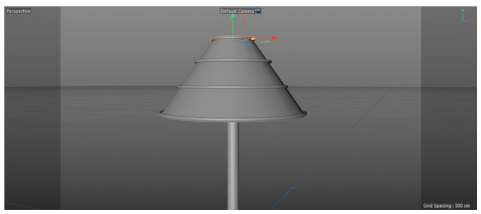

Figure 3-11 *Copies of Shapedesign1.1 placed*
26. Similarly, create two more copies of *shadedesign1.1*, edit their inner edit points and place them on *shade*, as shown in Figure 3-11. If needed, move the shape designs so that the distance between them remains same.